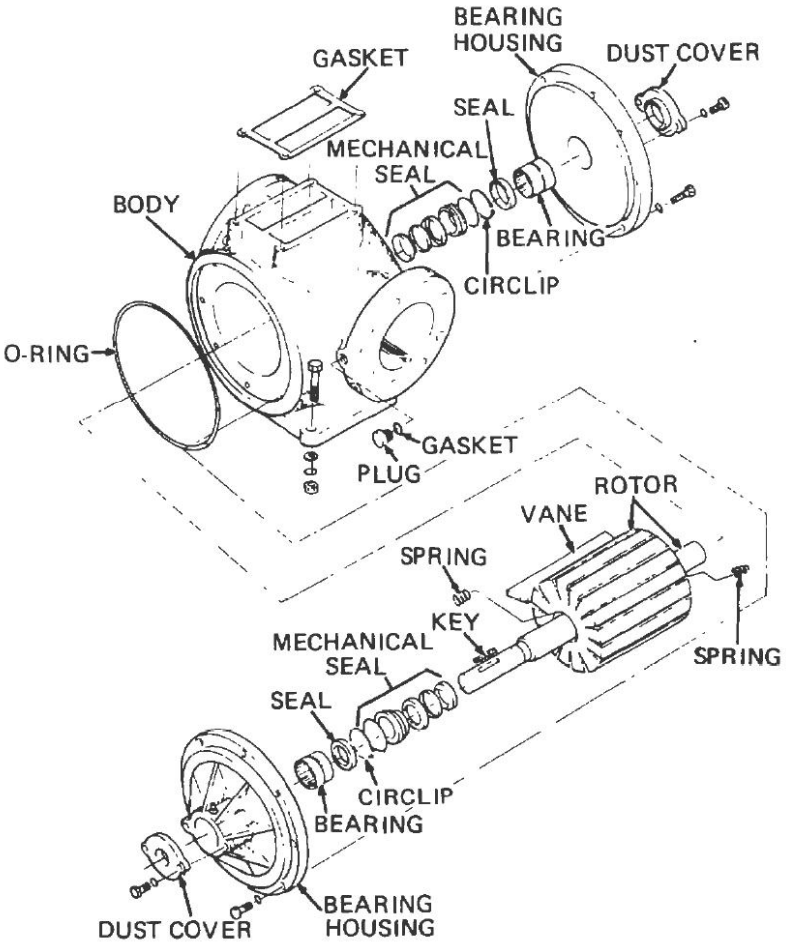

Figure 20 Fuel Pump – Exploded View
f. Remove the dust covers from the bearing housings at both ends of the shaft and discard the O rings (Figure 20).